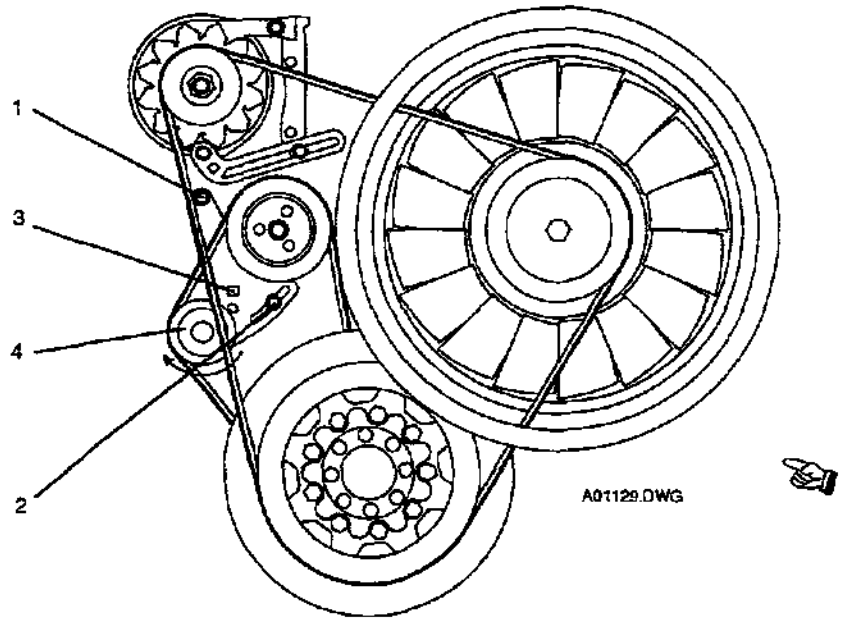

FIGURE 2. COOLANT FUEL PUMP BELT ADJUSTMENT POINTS
(1) Loosen bolts (1 and 2, Figure 2).
(2) Insert square wrench in square (3).
(3) Push fuel pump (4) in direction of arrow until correct belt tension is achieved.
(4) Tighten bolts (1 and 2). Remove warning tag. Return unit to service.